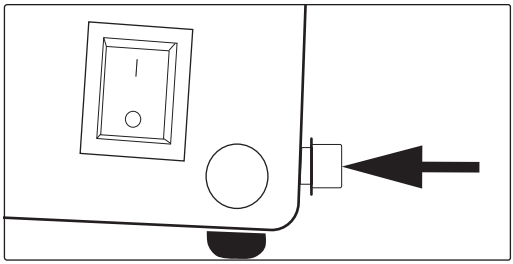

Рис. 3
1. Подключите шланг подачи газа к штуцеру на тепловой газовой пушке, прежде удалив заглушку (рис. 3).